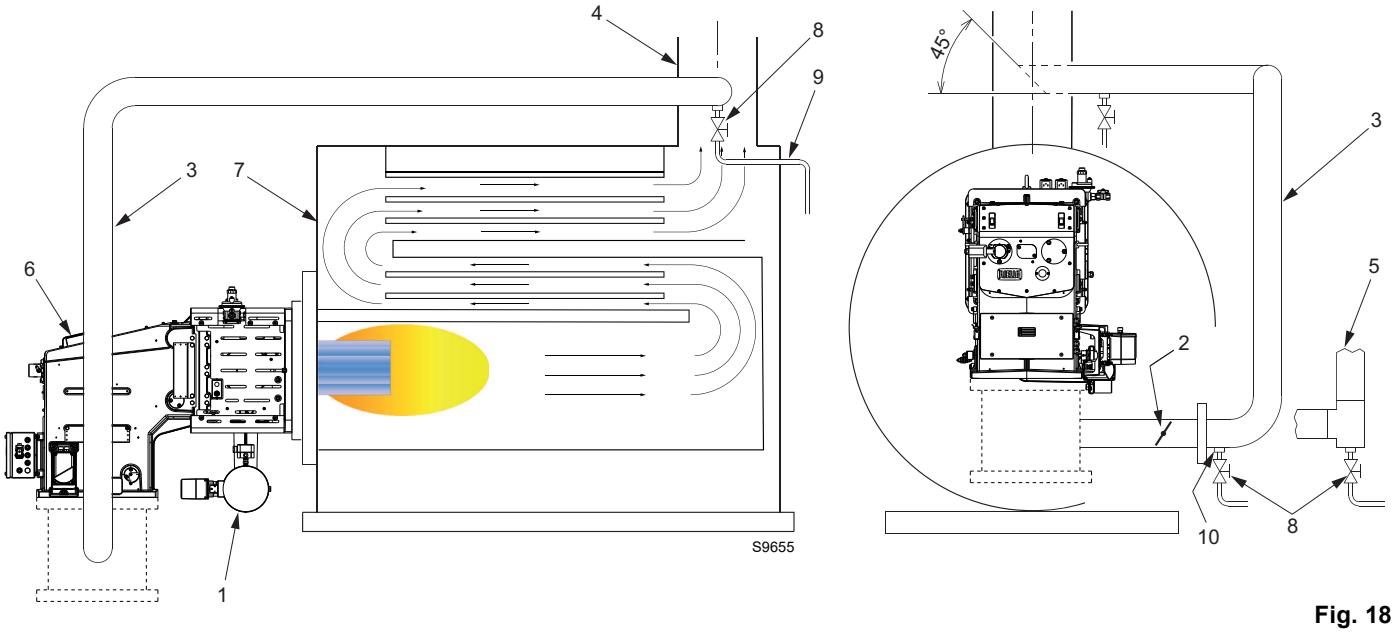

Fig. 18
– Normally the duct would connect to the stack as shown in Fig. 18, with a 45° cut facing the flue gas flow and with the center of the cut centered in the stack.
Key (Fig. 18)